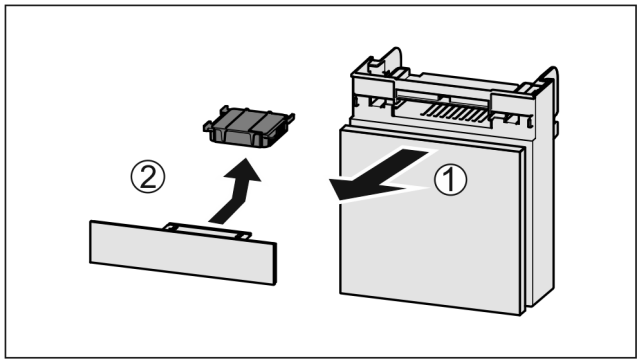

Fig. 200
- ▶ Pull out the compartment *Fig. 200 (1)*.
- ▶ Remove the carbon filter *Fig. 200 (2)*.